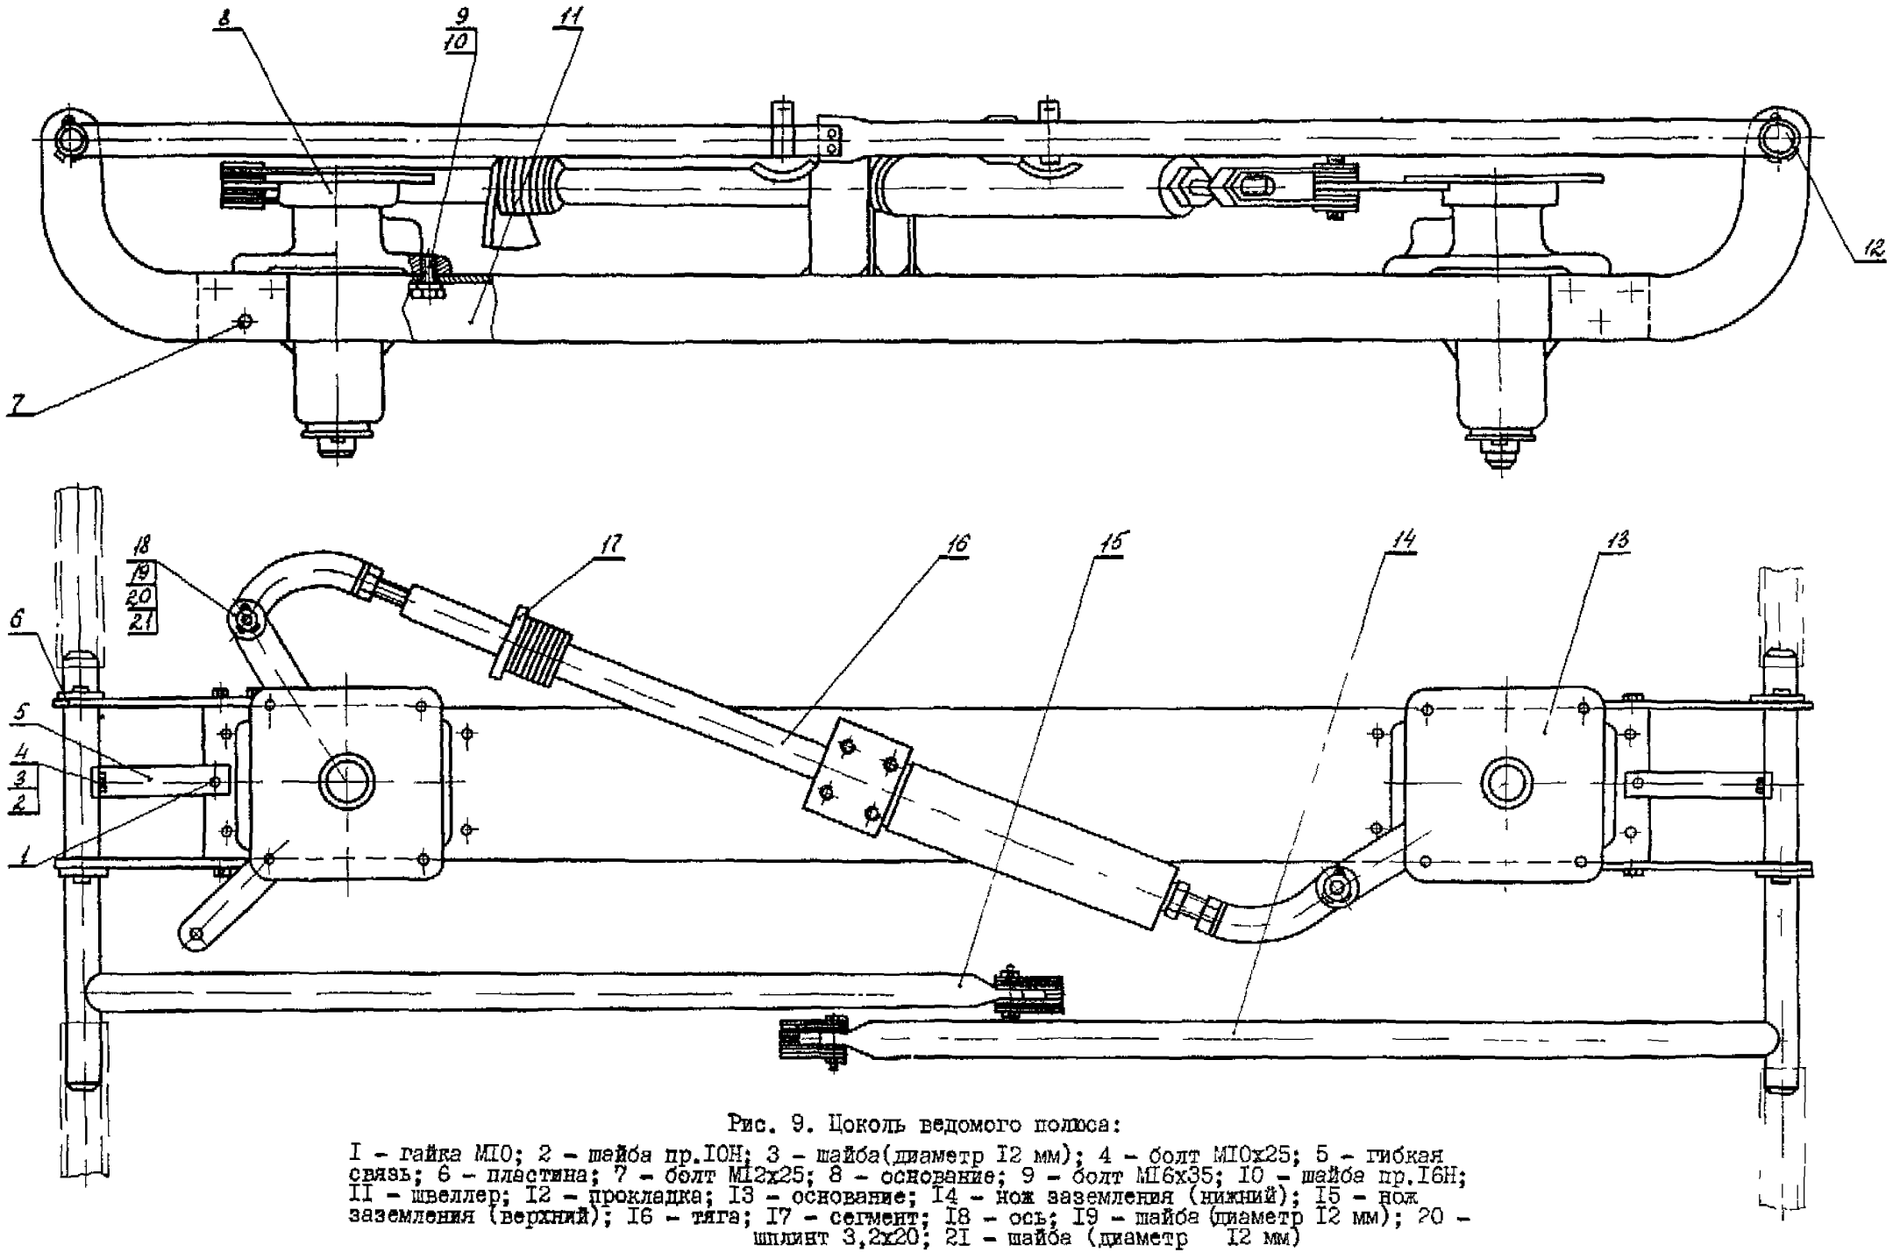

Рис. 9. Цоколь ведомого полюса:
06.I8. Установить вилки I и I7 на ре чаги оснований II (см. рис. 3) или 8 (рис 9), установить оси 39 (см. рис. 3) или I8 (см. рис. 9), подложить шайбу 4I (см. рис 3) или I9 (см. рис. 9) и установить шплин 40 (см. рис. 3) или 20 (см. рис. 9).